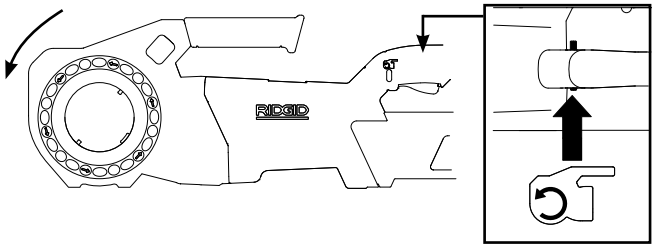

Figura 5B – Poziția comutatorului REVERSE (Înapoi/în sens antiorar)
- Repetați procesul pentru funcționare Înapoi *(vedeți Figura 5B)*. Dacă clupa electrică nu se rotește în sensul corect sau întrerupătorul ON/OFF nu comandă funcționarea mașinii, nu folosiți mașina până nu este reparată.